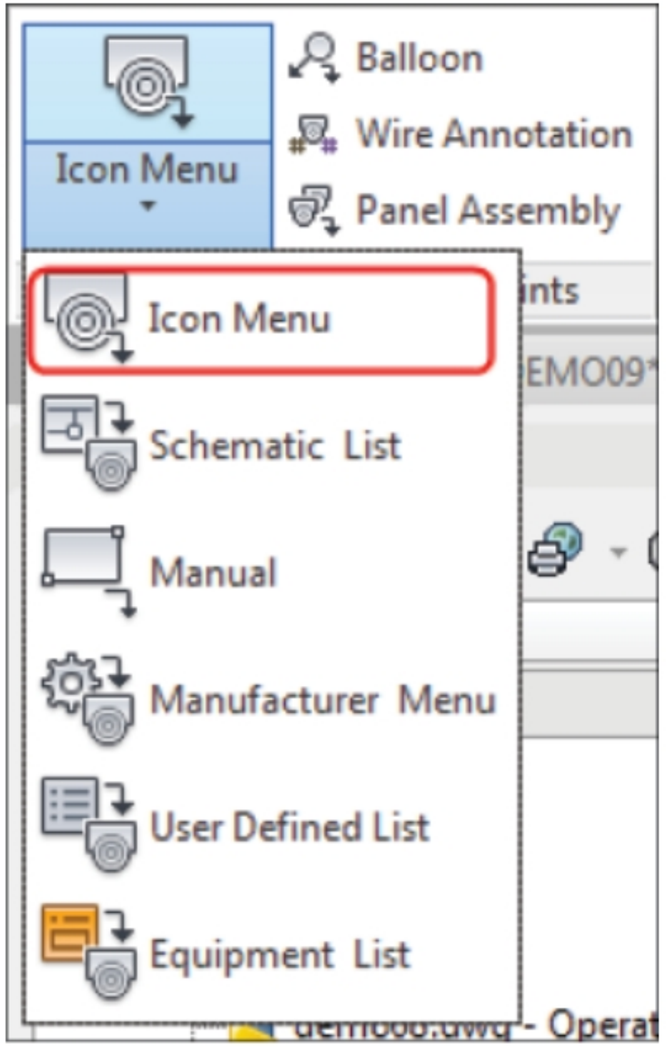
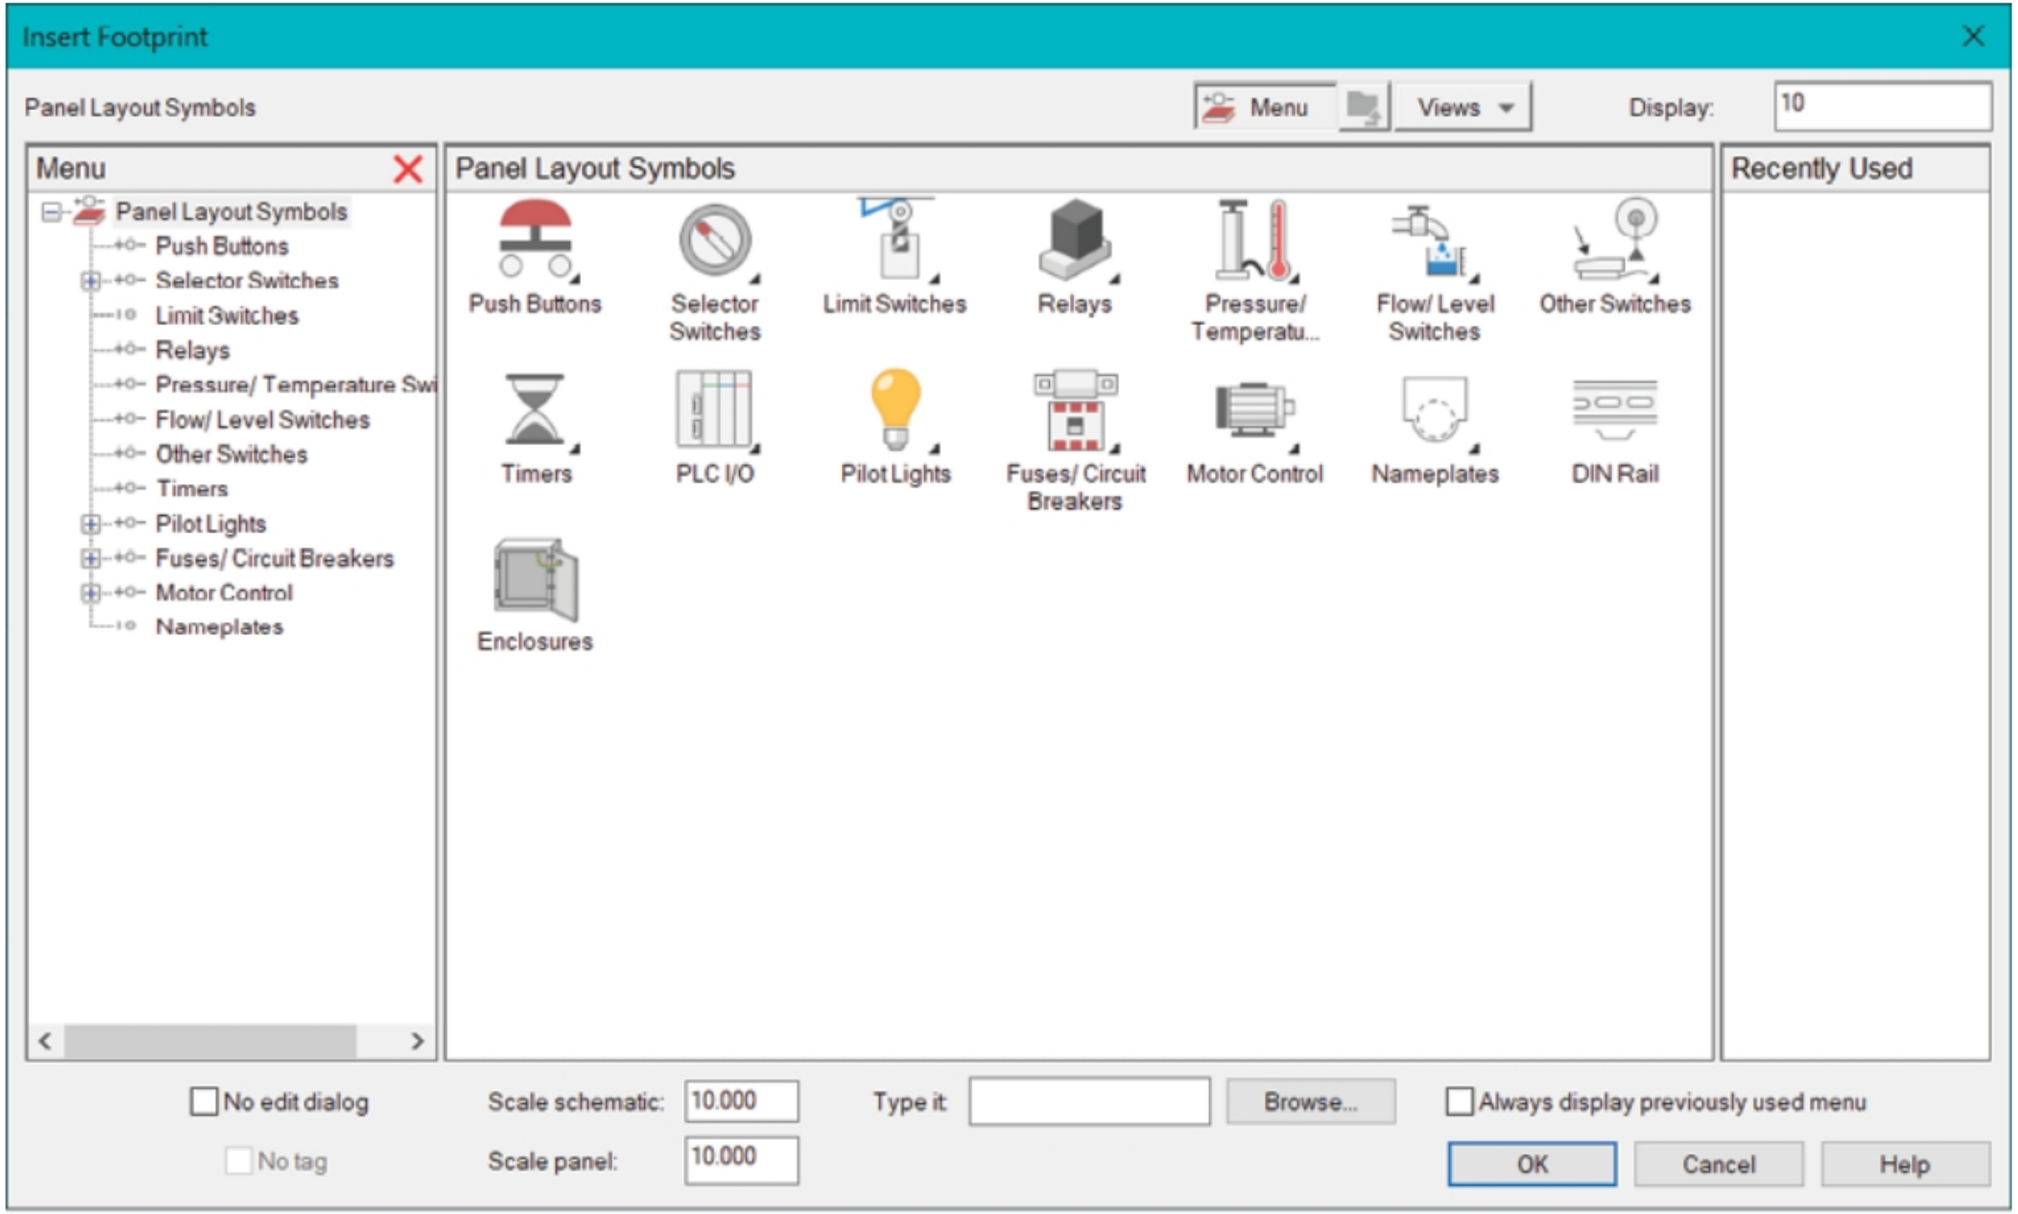

Figure-4. Icon Menu tool
Figure-5. Insert Footprint dialog box
- Click on the **Icon Menu** tool from the **Insert Component Footprints** drop-down in the **Insert Components Footprints** panel in the **Panel** tab of the **Ribbon**; refer to Figure-4. The **Insert Footprint** dialog box will be displayed; refer to Figure-5.